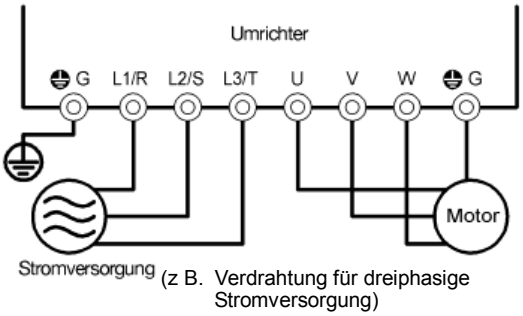

Abbildung 4.1 Anschluss der Leistungsklemmen
(1) Überprüfen Sie die Verdrahtung der Spannungseingangsklemmen (L1/R, L2/S und L3/T bzw. L1/L und L2/N) und der Umrichterausgangsklemmen (U, V und W). Stellen Sie darüber hinaus sicher, dass die Erdungsleiter korrekt mit den Erdungsklemmen verbunden sind. Siehe Abb. 4.1.